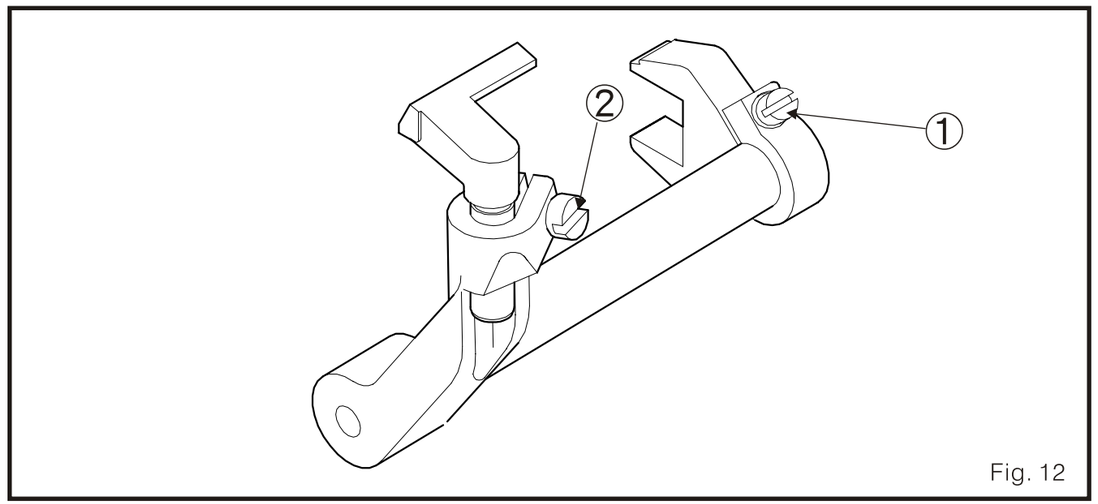

Fig. 12
(2) Afloje los tornillos 1 y 2 para ajustar las posiciones correctamente como se menciona anteriormente. (Fig. 12)